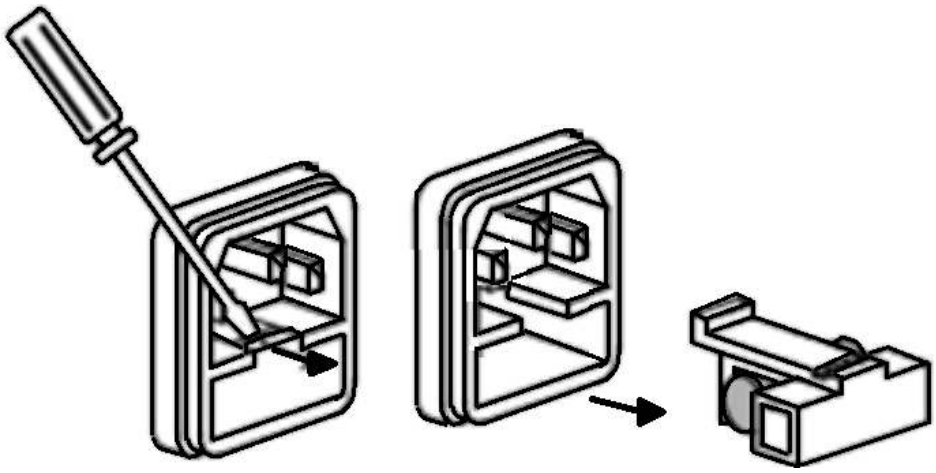

Figure 4.8 Fuse Removal
Step 2. Insert a small flathead screwdriver into the fuse box slit to slide out the fuse box as illustrated in **figure 4.8**.